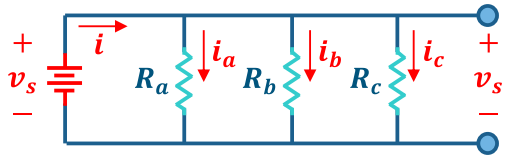
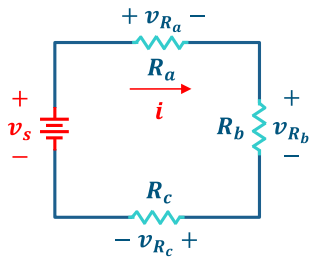
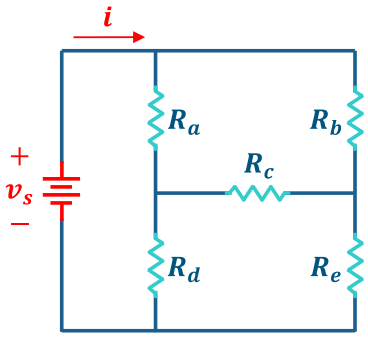

Figura 1. Elementos circuitales en paralelo
Figura 2. Elementos circuitales en serie.
Figura 3. Circuito que requiere transformación (Delta-Estrella o viceversa)
Para el circuito de la Figura 1, calcule:
Anote los anteriores resultados en una tabla denominada **Tabla Preinforme Circuito Figura 1**.
Para el circuito de la Figura 2, calcule:
Anote los anteriores resultados en una tabla denominada **Tabla Preinforme Circuito Figura 2**.
Para el circuito de la Figura 3, calcule: el valor del resistor equivalente (R_{eq_3}) visto desde la fuente v_s (nota: haga uso de las ecuaciones que encontró en la consulta) y la corriente i suministrada por ella misma (v_s). Para los resistores R_a a R_e, use los que llevará al laboratorio. Anote los anteriores resultados en una tabla denominada **Tabla Preinforme Circuito Figura 3**.
2. **Simulación y montaje del circuito de la Figura 1** (Emplee los mismos valores de resistencia que usó en el preinforme):
a. Realice la simulación del circuito haciendo análisis del punto de operación (.op) y anote el valor de la corriente i suministrada por la fuente v_s y las corrientes de todos los resistores i_a, i_b e i_c, en una tabla de su informe llamada **Tabla Valores Circuito Figura 1.** Agregue una imagen del esquemático del circuito y de la ventana de resultados del punto de operación a su informe.
c. Mida con el multímetro el resistor equivalente R_{eq_1} del circuito visto desde la fuente v_s (teniendo desconectada la fuente de voltaje). Agregue a la **Tabla Valores Circuito Figura 1** la medida de R_{eq_1}.
d. Conecte y active la fuente de voltaje y mida, con el multímetro, la corriente i suministrada por la fuente de voltaje, así también como las corrientes i_a, i_b e i_c. Anote estos valores en la **Tabla Valores Circuito Figura 1**.
e. Agregue a la **Tabla Valores Circuito Figura 1** los valores que obtuvo en el preinforme. Un ejemplo de la **Tabla Valores Circuito Figura 1** se muestra en Tabla 1**.**
Tabla 1. Ejemplo de Tabla Valores Circuito Figura 1
f. Compare los resultados de la tabla para el circuito de la Figura 1 (Preinforme, Simulación y Montaje). ¿Qué conclusiones daría usted después de realizada la comparación? ¿A qué se deben las diferencias en los resultados presentados, si los hubo? ¿Concuerdan los resultados obtenidos en el Preinforme con los obtenidos en la simulación y montaje físico?
3. **Simulación y montaje del circuito de la Figura 2:** repita el procedimiento que llevó a cabo para el circuito de la Figura 1 con el circuito de la Figura 2, teniendo en cuenta que se deberá medir con el multímetro el resistor equivalente R_{eq_2} del circuito visto desde la fuente v_s, además de
medir (con simulación y montaje físico) la corriente i suministrada por la fuente v_s y los voltajes en todos los resistores v_{R_a}, v_{R_b} y v_{R_c}. Recuerde agregar las correspondientes tablas y figuras, y presentar las conclusiones sobre los resultados hallados, así como lo hizo para el circuito de la Figura 1.
4. **Simulación y montaje del circuito de la Figura 3:** repita el procedimiento que llevó a cabo para el circuito de la Figura 1 con el circuito de la Figura 3, teniendo en cuenta que se deberá medir con el multímetro el resistor equivalente R_{eq_3} del circuito visto desde la fuente v_s, además de medir (con simulación y montaje físico) solamente la corriente i suministrada por la fuente v_s. Recuerde agregar las correspondientes tablas y figuras, y presentar las conclusiones sobre los resultados hallados, así como lo hizo para el circuito de la Figura 1.